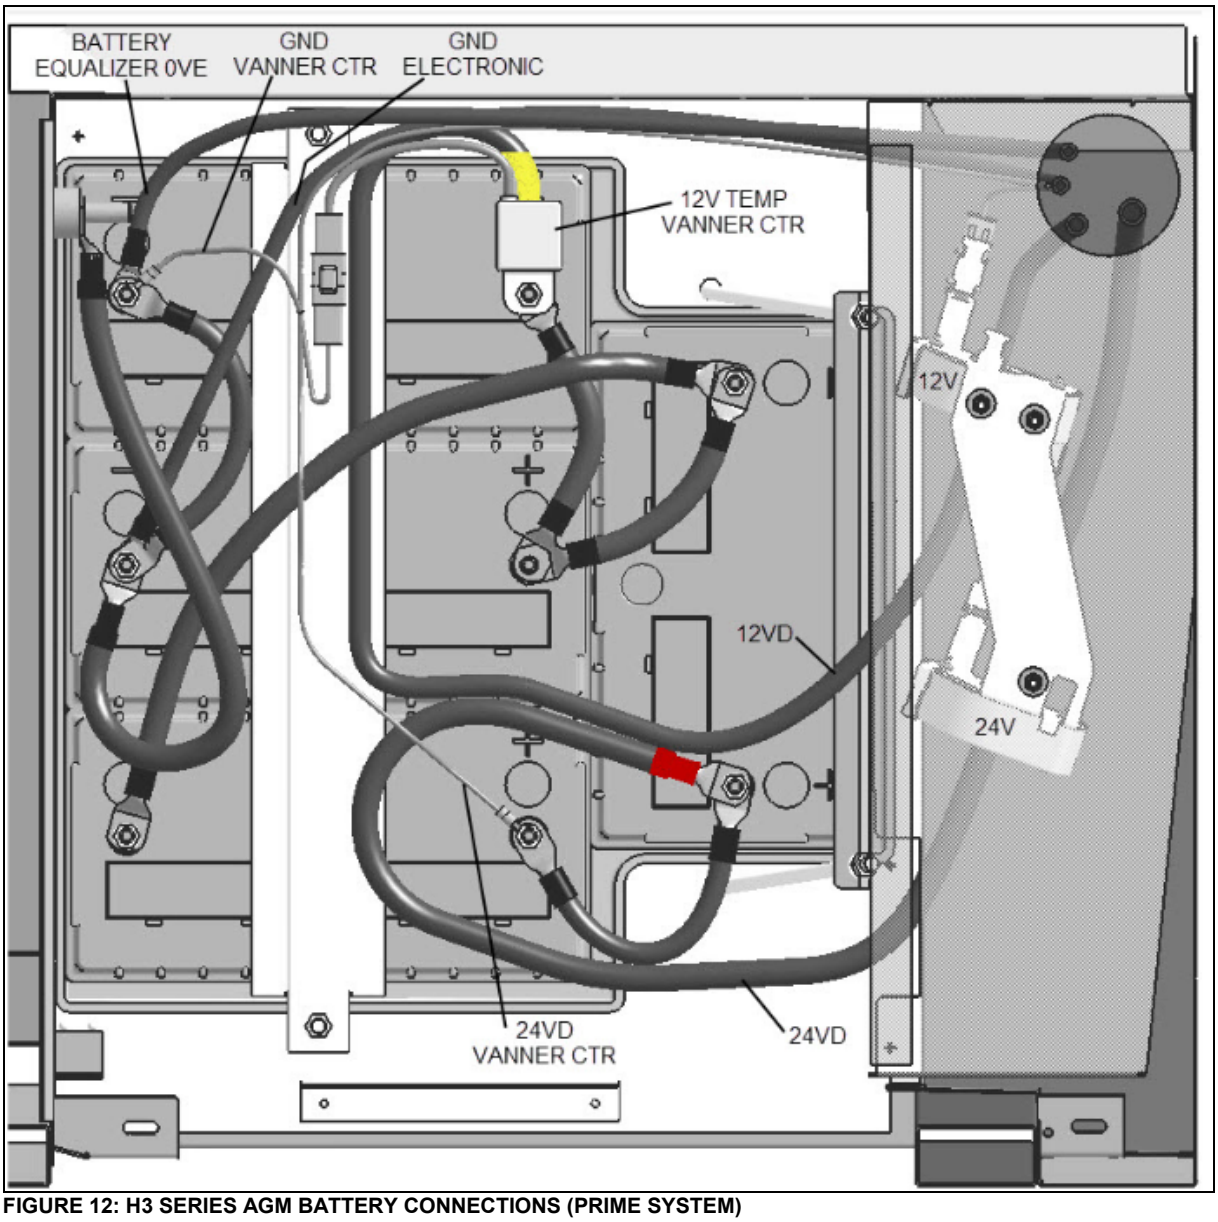

**FIGURE 12: H3 SERIES AGM BATTERY CONNECTIONS (PRIME SYSTEM)**
If your vehicle is equipped with PRIME energy management system, it is provided with four (4) Absorbed Glass Mat (AGM) 12-volt batteries connected in series-parallel (**FIGURE 12**).